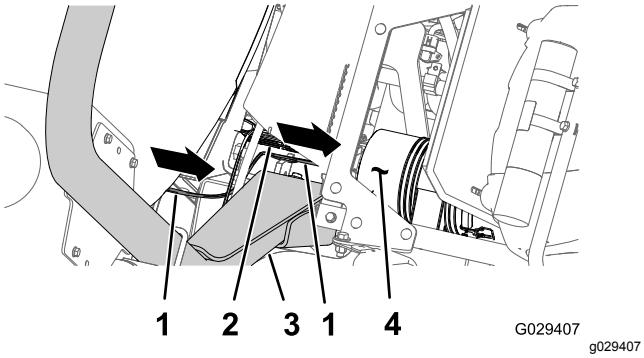
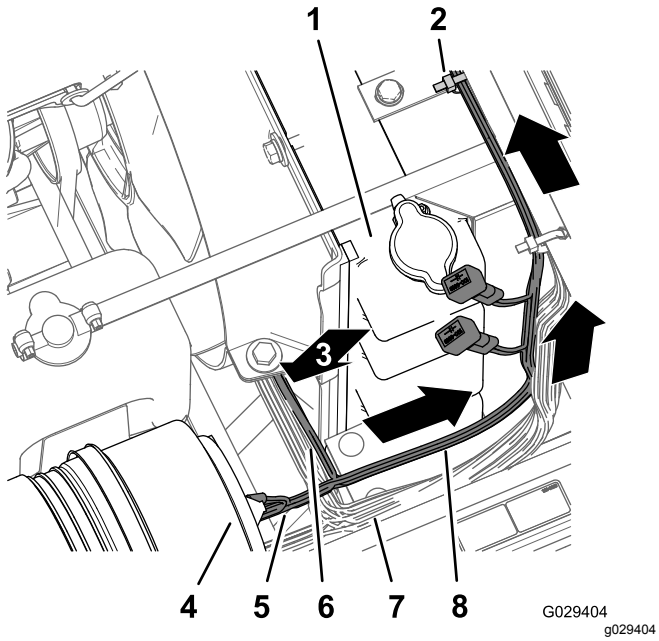

Figur 192
Figur 193
1. Dra finputsningssatsens kablage framåt mellan vältskyddsbågen och spruttankens nedre hörn, längs maskinens kablage och under motorns luftrenare (Figur 192 och Figur 193).
2. Dra kablagets motorrumsdel på 197 cm (med ringkabelskon, uttagskopplingen och kontakten med fem uttag) upp längs kylarens högra sida, över kylarens ovansida och under mittkonsolens bas (Figur 193).